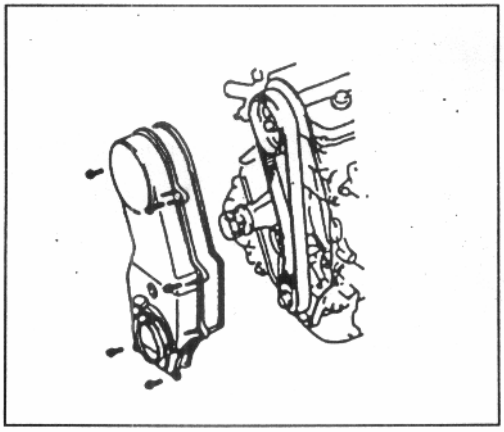

Рис. 30
5) Снимите передний кожух ремня ГРМ (Рис. 30).